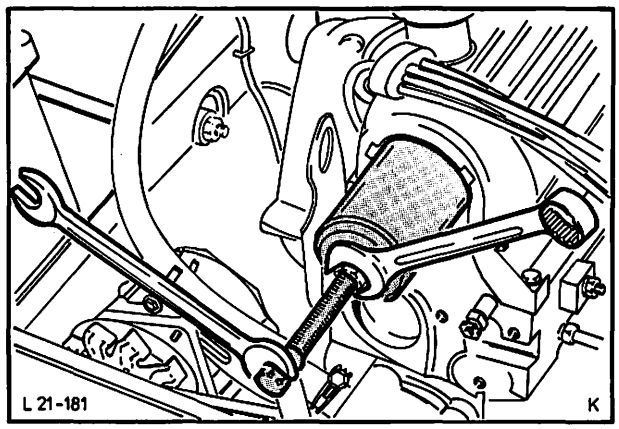

Abb. 265 Einbau Radialdichtring – Nockenwelle mit Spezialwerkzeug 21-009-A
5. Neuen Radialdichtring (Dichtlippe leicht eingeölt) mit Spezialwerkzeug 21-009-A einziehen, Abb. 265.